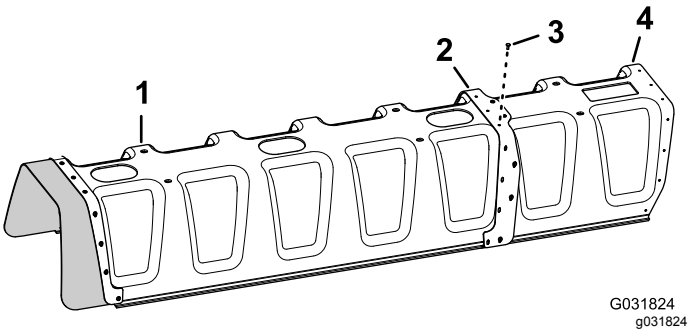

Figur 150
4. Fastgør afdækningsudvidelsen til 11-dyse-sektionsafdækningen (Figur 150) med 11 popnitter (Toro-delnr. 114439).